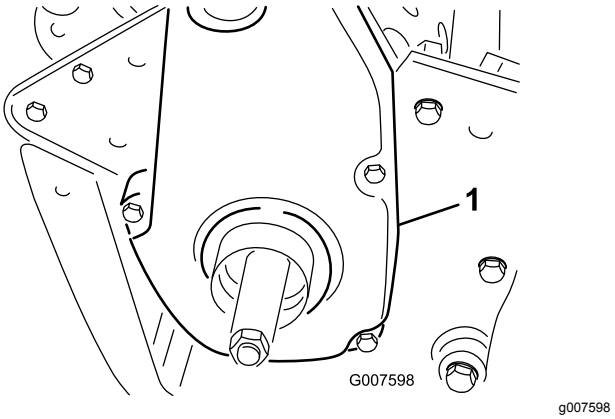

Figur 50
6. Fjern det bakre remdekslet fra maskinens høyre side (Figur 50).